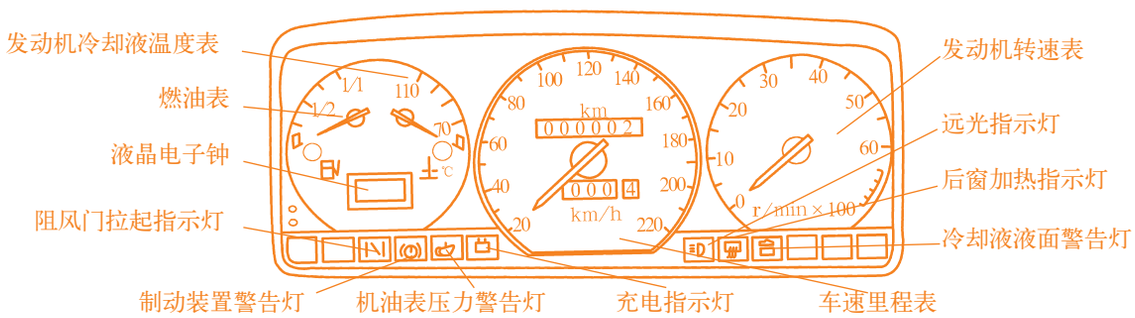

图 1.10　典型轿车组合仪表盘的构成
各种仪表盘虽然因车型不同而有所差异，但其结构特点和布置形式基本相同。本节以典型轿车为例，来说明驾驶室仪表盘的组成。组合仪表盘的构成如图 1.10 所示。
1. 从图 1.10 中可以看到，一个仪表盘中有时不只显示一种数据。统计一下，汽车仪表板上的仪表共显示了多少种数据？驾驶人驾车时通常要观察哪些数据？